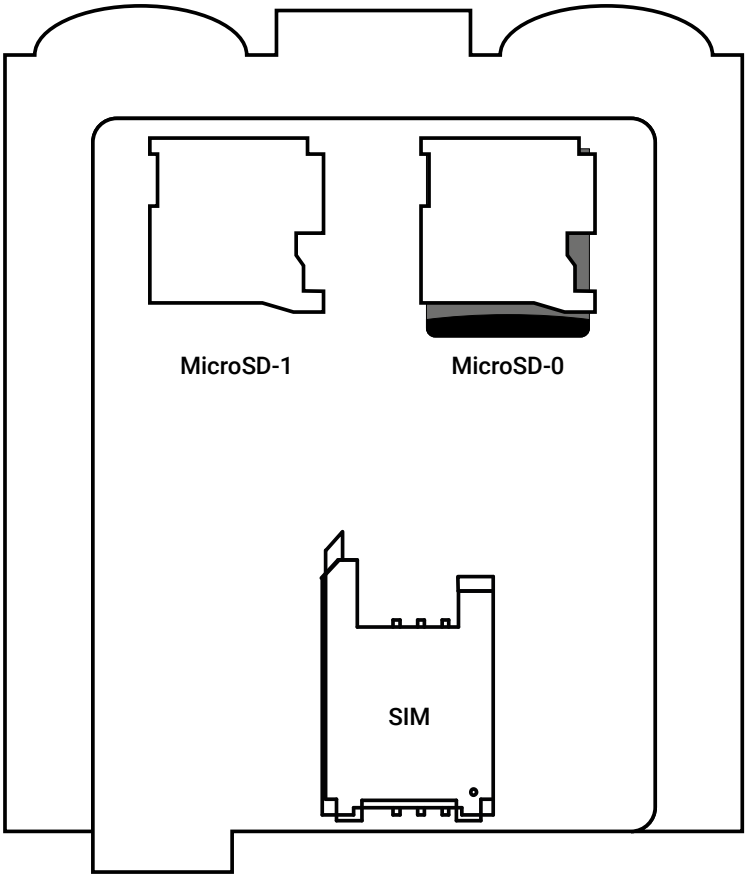

Рисунок 3. Плата прибора
4) Установите SIM-карту в держатель (см. рисунок 3).
14) Для работы прибора в VPN-сети необходимо поместить файл «vpn.json»[5] с корректными настройками подключения на внешний накопитель, устанавливаемый в разъем MicroSD-1 (см. рисунок 3). Описание файла «vpn.json» приведено в руководстве по эксплуатации.[6]
Для ручной настройки сетевых параметров (IP-адрес, шлюз, маска, DNS) поместите файл «network.json»[7] на внешний накопитель, устанавливаемый в разъем MicroSD-1 (см. рисунок 3). Перед этим откройте файл любым текстовым редактором (например, Notepad) и введите параметры в соответствии с конфигурацией вашей сети. При необходимости уточняйте параметры сети у вашего системного администратора.